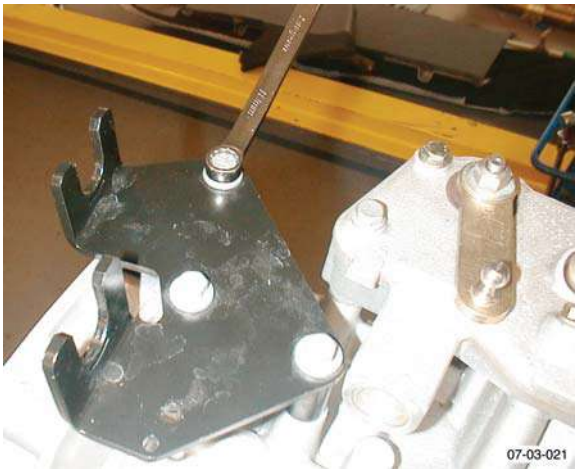

Figure 4
9. Remove bolts (x3) from selector cable bracket to transaxle and collect bracket (see Figure 4).